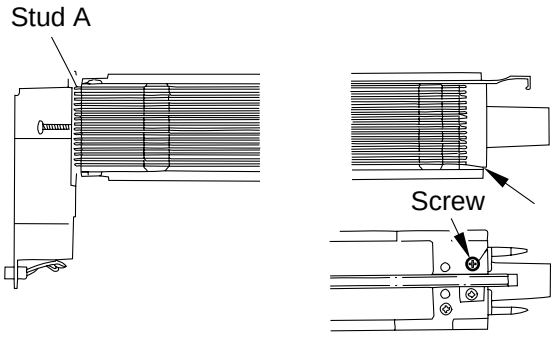

Figure 2-18
6) Hook the loop on stud A shown in Figure 2-18.